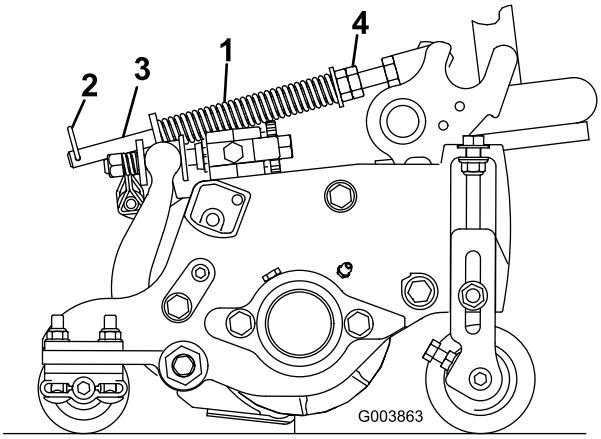

Figur 14
1. Kontroller at hårnålssplinten er installert i det bakre hullet på enden av stangen (Figur 14).
2. Stram til sekskantmutrene foran på fjærstangen inntil den komprimerte lengden på fjæren er 12,7 cm (Figur 14).